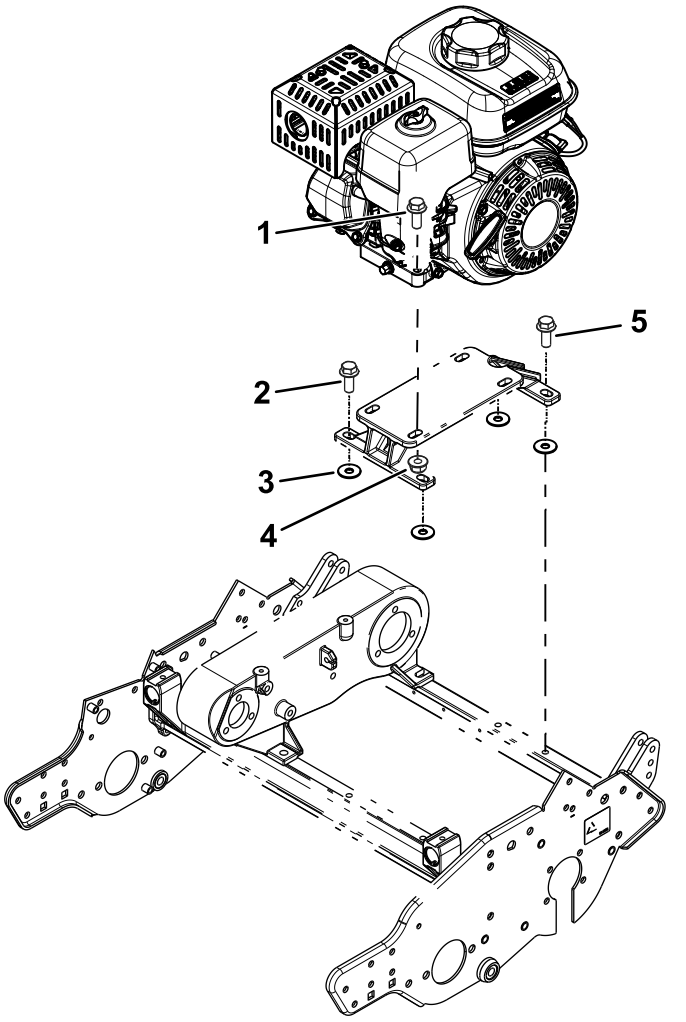

図 4
3. 機体にエンジン取り付けブラケットを取り付ける先ほど取り外したボルトとワッシャ3/8 x 1-1/8"4枚を使用して図 4のように取り付ける。
左後ろエンジンボルト図 4を仮付けする。
4. 外したボルトとナットを再利用してエンジンをエンジン取り付けブラケットに取り付ける 図 4。
8. エンジンベースから左後ろボルトを外し図 4、このボルトを使って R クランプとスロットルケーブルをエンジンベースに固定する。
10. エンジン取り付けボルトおよびエンジン取り付けブラケットのボルト全部を締め付ける図 4。